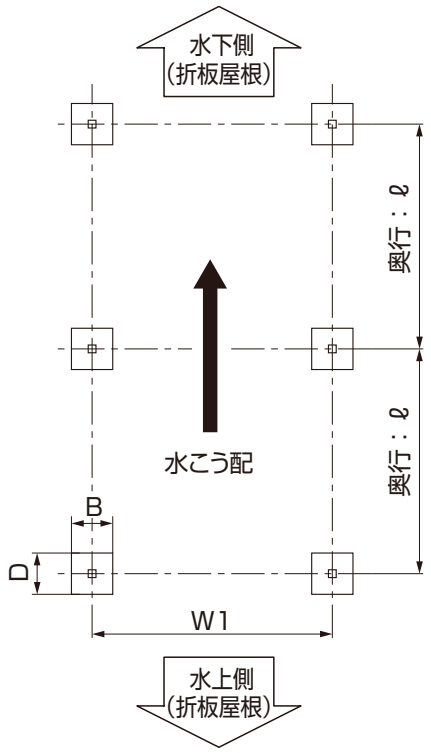

図2-1
①図2-1、表2-1、表2-2を参照し、柱の埋め込み位置を出し、基礎位置を墨出してください。